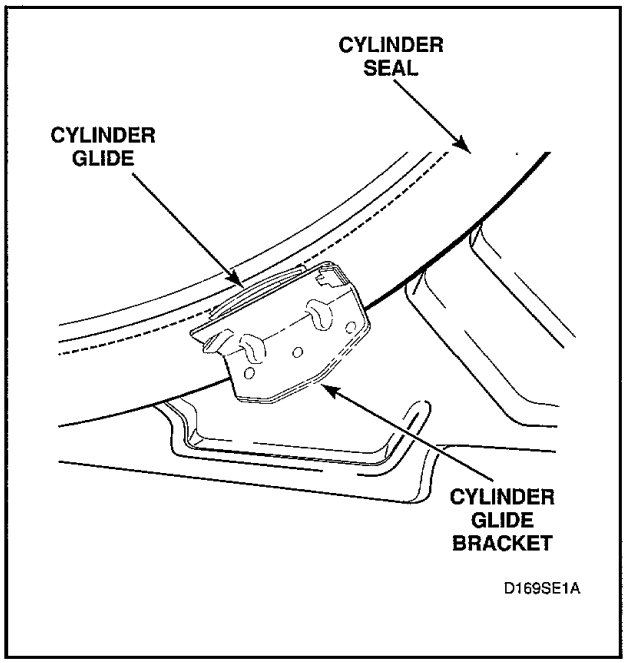

Figure 39
NOTE: When reassembling the front bulkhead to the cabinet, hold glides in position with finger tips on the edges of glides. Once bulkhead is in place, inspect the glide position with a mirror to insure the glides are aligned with the cylinder, making sure the tabs are visible, *Figure 39.*
g. **Cylinder glides and pads** *(Figure 39)*
(1) Unsnap glides from each glide bracket and remove glides and pads.
h. **Front cylinder seal** *(Figure 39)*
NOTE: When reassembling the front bulkhead to the cabinet, hold glides in position with finger tips on the edges of glides. Once bulkhead is in place, inspect the glide position with a mirror to ensure the glides are aligned with the cylinder, making sure the tabs are visible, *Figure 39.*